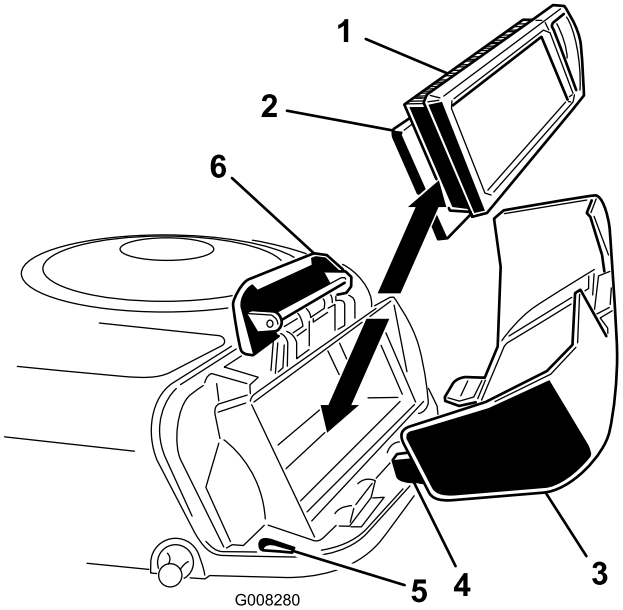

Figur 22
4. Skub forsigtigt papirindsatsen og skumindsatsen af blæserhuset (Figur 22).
2. Ret tapperne på luftfilterdækslet ind med åbningerne på blæserhuset (Figur 22). Hægt håndtaget på dækslet, og tryk ned på håndtaget for at låse dækslet på plads.